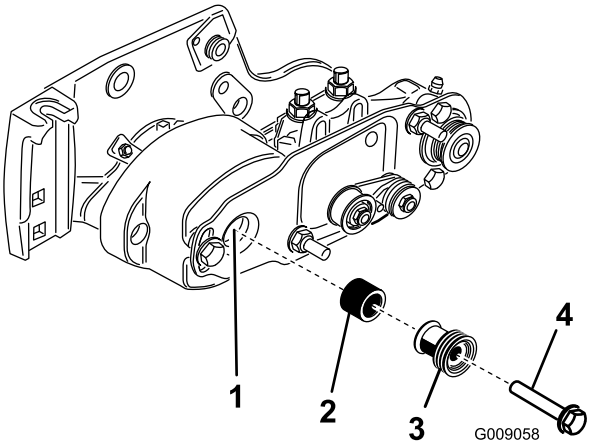

Figuur 15
19. Plaats het afstandsstuk op de schacht in de lagerbehuizing (Figuur 15).
20. Steek de aandrijfpoelie in het afstandsstuk en op de aandrijfas (Figuur 15 Zorg dat de lipjes van de poelie in de sleuf in de aandrijfas zitten.
21. Bevestig de poelie en het afstandsstuk aan de aandrijfas met een flenskopbout van 3/8 x 2 inch (Figuur 15).